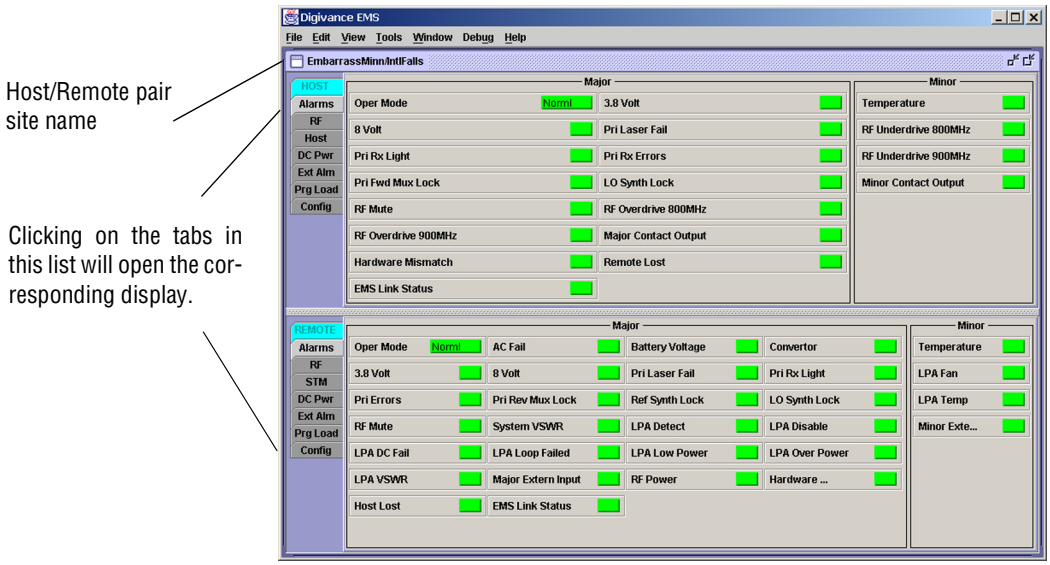

**Figure 3-2. Selecting Display Tabs**
10. Open the **View** drop down menu and connect to the Host and Remote pair by selecting the "NotNamed/NotNamed" Host/Remote pair. The HOST **Alarms** display and the REMOTE **Alarms** display will open within the main window as shown in Figure 3-2.
12. Click on the HOST **Config** tab and on the REMOTE **Config** tab (see Figure 3-2). The HOST **Config** display and the REMOTE **Config** display will open within the main window.
16. Click on the HOST **RF** tab (see Figure 3-2). The HOST **RF** display will open within the main window.
19. Click on the REMOTE **RF** tab (see Figure 3-2). The REMOTE **RF** display will open within the main window.
21. Click on the HOST **RF** tab (see Figure 3-2). The HOST **RF** display will open within the main window.